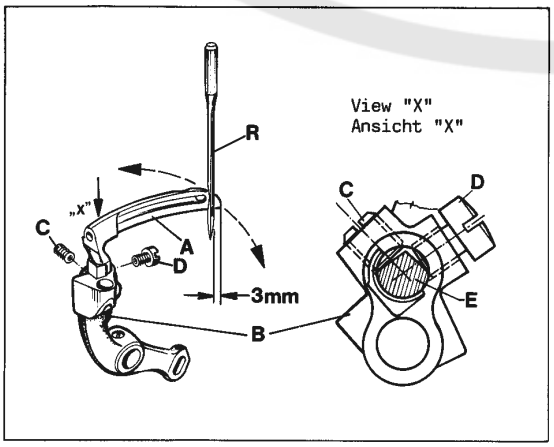

Fig.5
Remove the cloth plate with hinge plate and throat plate, the feed dog, the throat plate support and the needle guard. Insert the lower looper (A, Fig. 5) into the rear hole of the looper lever (B). Now snug the set screw (C) at the back of the looper lever against the flat on the looper shank (E) so that the lower looper point passes as close as possible to the spot on the back of the right needle (R), without deflecting it. Now tighten the second screw (D) firmly.
Entfernen Sie die Stoffplatte mit Scharnierplatte und Stichplatte, den Transporteur, die Stichplattenstütze und den Nadelanschlag. Stecken Sie den Untergreifer (A, Fig. 5) in die hintere Bohrung des Greiferhebels (B). Legen Sie nun den Gewindestift (C) hinten im Greiferhebel an der Fläche des Greiferschaftes (E) so an, daß die Untergreiferspitze so dicht wie möglich in der Hohlkehle auf der Rückseite der rechten Nadel (R) vorbeigeht, ohne diese abzulenken. Ziehen Sie dann die zweite Schraube (D) gut an.
Rotate handwheel in operating direction until the point of lower looper (A, Fig. 5) projects 3 mm (1/8") to the right from the right side of the right needle. Lower edge of looper and upper edge of needle eye must be flush in this position.
Drehen Sie das Handrad in Nährichtung bis die Spitze des Untergreifers (A, Fig. 5) 3 mm rechts von der rechten Seite der rechten Nadel steht. In dieser Stellung müssen Unterkante Greifer und Oberkante Nadelöhr bündig sein.